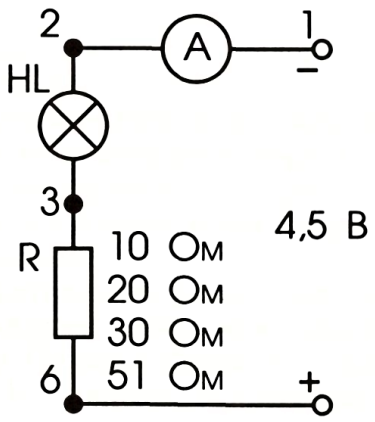

Рис. 3
2. Соберите цепь по рис. 3, где вместо участка R поочередно включите постоянные резисторы сопротивлениями 10 Ом, 20 Ом, 30 Ом, 51 Ом. В каждом случае измерьте силу тока и следите за яркостью лампы.